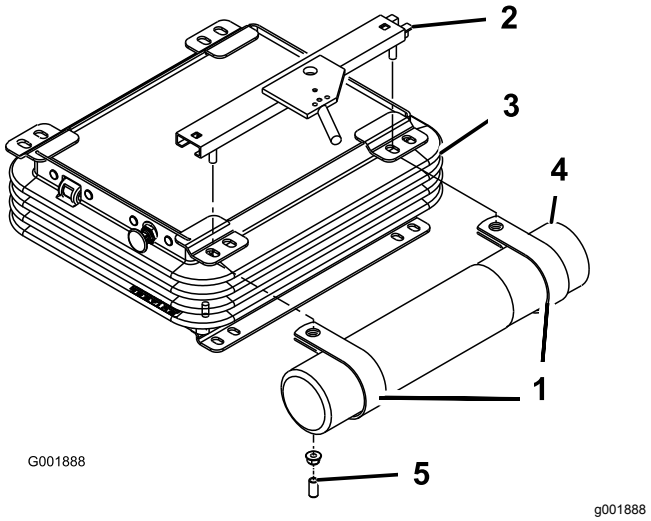

Figuur 7
2. Verwijder de 2 moeren en de vinyldoppen (indien gemonteerd), waarmee de bovenste stoelbeugel is bevestigd aan de linkerkant van de stoelophanging (Figuur 7).
3. Monteer de R-klemmen losjes op de bouten van de stoelbeugel met de 2 moeren die u eerder verwijderde (Figuur 7).
4. Plaats de koker in de R-klemmen en draai de moeren vast (Figuur 7).